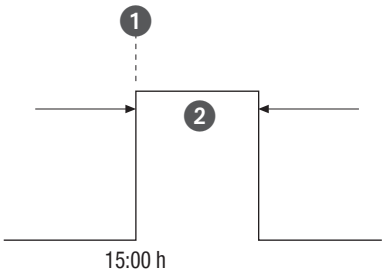

Fig. 31: Impulsskift
- (Fig. 31/❶) Starttidspunkt
- (Fig. 31/❷) Varighed = skift ON